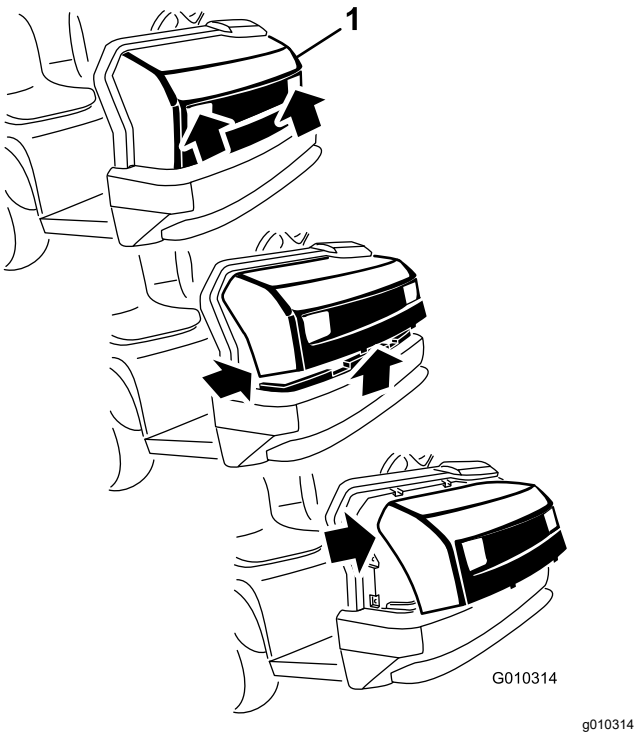

Figura 1
1. Segurando firmemente no capot pelas aberturas dos faróis, eleve o capot para soltar as patilhas de montagem inferiores das ranhuras da estrutura (Figura 1).
2. Desloque a parte inferior do capot para cima até ser possível retirar as patilhas de montagem superiores das ranhuras da estrutura (Figura 1).
3. Incline a parte superior do capot para a frente e desligue os conectores de fios dos faróis (Figura 1).
1. Alinhe o capot para a frente da máquina (Figura 1).
3. Incline o capot para trás e insira as patilhas de montagem no topo do capot nas ranhuras no painel de instrumentos da máquina (Figura 1).
4. Incline o capot para baixo e insira as patilhas no fundo do capot nas ranhuras no pára-choques (Figura 1).